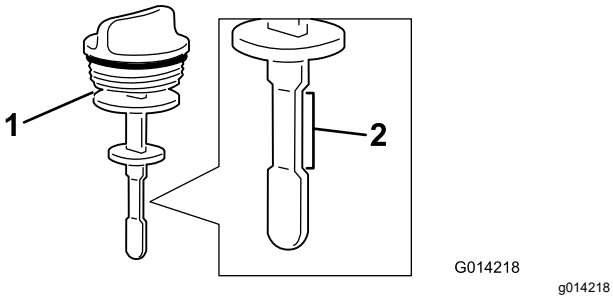

Figuur 105
4. Haal de peilstok uit de vulbuis en controleer het vloeistofpeil (Figuur 105).